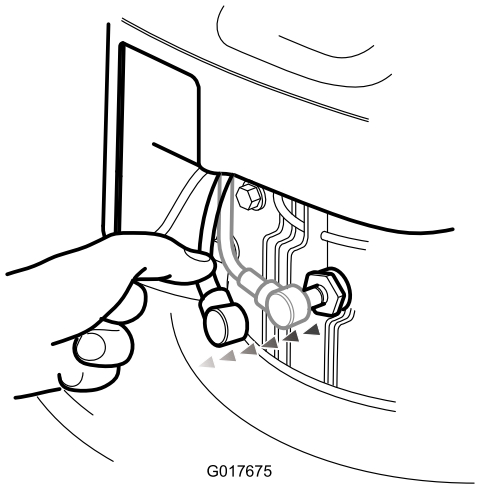

Figur 21
2. Lossa tändkabeln (Figur 21).